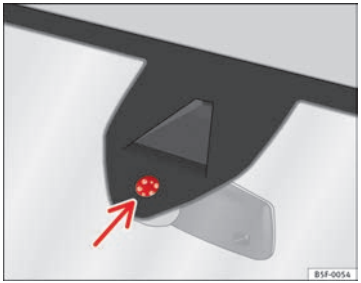

Fig. 69 Superfície sensível do sensor de chuva.
As possíveis causas de anomalias e interpretações erróneas *na zona da superfície sensível* ⇒ Fig. 69 do sensor de chuva são, entre outras: ▶
- Limpe regularmente a superfície sensível do sensor de chuva e verifique possíveis danos nas escovas ⇒ Fig. 69 (seta).